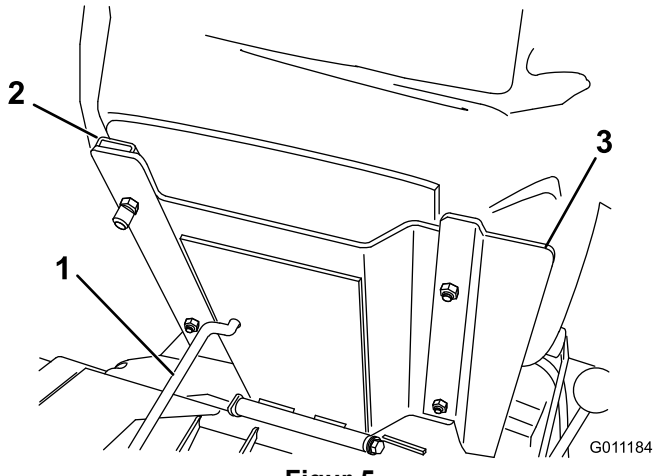

Figur 5
3. Fastgør sædet, sædepanelet og sædeslæderne til sædets bærende konstruktion med låsemøtrikkerne (5/16 tomme) (Figur 5), der leveres som løsdele. Monter sædepanelet på højre side, placeret som vist i Figur 5.